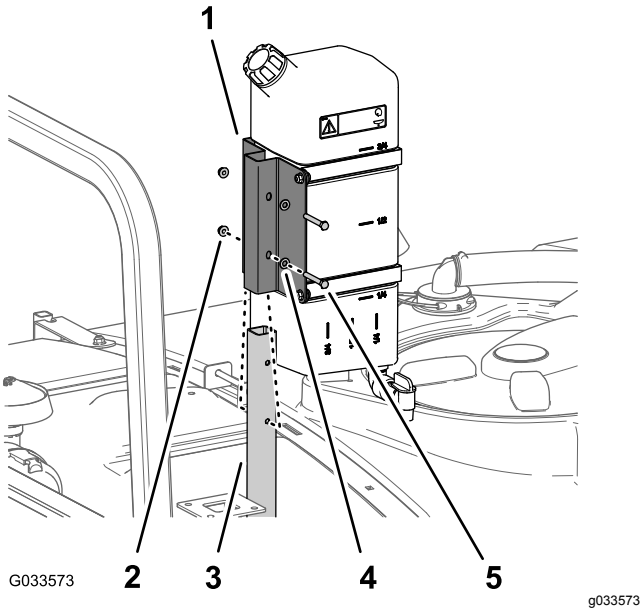

Figuur 47
1. Monteer de watertank en de beugel op de steunbuis; gebruik hierbij de 2 bouten (5/16" x 2¼") en 2 flensborgmoeren (5/16") zoals afgebeeld op Figuur 47.